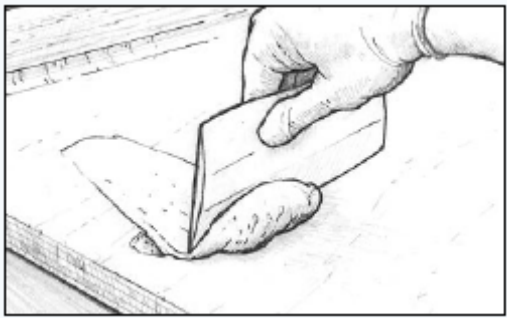

Рис. 22. Нанесите выравнивающий состав, чтобы заполнить все выемки и разгладьте его.
4. Нанесите загущённую эпоксидную смолу на пропитанную поверхность с помощью пластикового шпателя, заполняя все выемки и неровности. Разровняйте материал так, как нужно, оставляя объём смеси немного выше уровня поверхности *(Рисунок 22)*. Удалите излишки смолы до того, как она застынет. Если глубина неровностей более 12 мм, наносите смесь в несколько этапов, дожидаясь, пока каждый слой частично застынет. Используйте отвердитель 206 Slow Hardener или 209 Extra Slow Hardener, в зависимости от температуры окружающей среды.